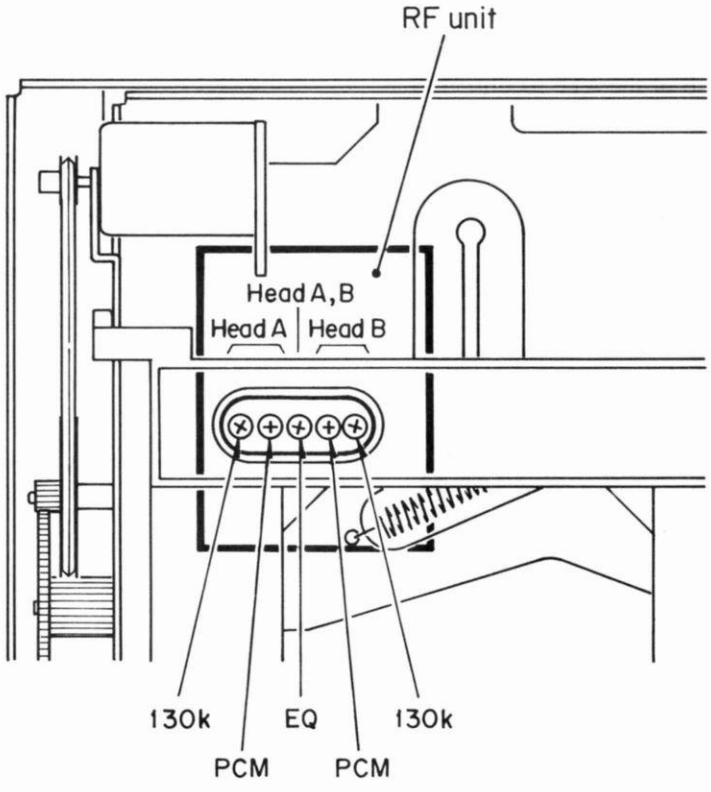

Fig. 4-8
If the values do not fall within the standard range even after performing procedure 12-2, adjust the recording current control VR PCM (Fig. 4-8) on the RF unit, then repeat procedure 12-2 until the values are as per 12-2.
12-2項で規格に入らない場合は，RFユニット内の記録電流調整用半固定抵抗 PCM (図4-8)を調整後，12-2項を再度確認し規格に入るまで繰り返す.
If the values do not fall within the standard range even when procedure 12-5 has been performed, adjust the recording current control VR130K (Fig. 4-8) on the RF unit, then repeat procedure 12-5 until the values are as per 12-5.
12-5項で規格に入らない場合は，RFユニット内の記録電流調整半用固定抵抗 130K（図4-8)を調整後，12-5項を再度確認し規格に入るまで繰り返す．
2) Load the function test tape TY-7551, then play back PGM No. 13; at this time, as shown in Photo 4-5 3 , turn control EQ (Fig. 4-8) on the RF unit both ways until there are the least possible error flags.
2）．ファンクション用テスト・テープ TY-7551を装着し，PGM NO.13 を再生したとき，写真4-5 3 の様にエラー・フラグが最少になる位置に RF ユニット内のEQ調整用半固定抵抗 EQ （図4-8 ）を左右両方向に回してみて調整する．